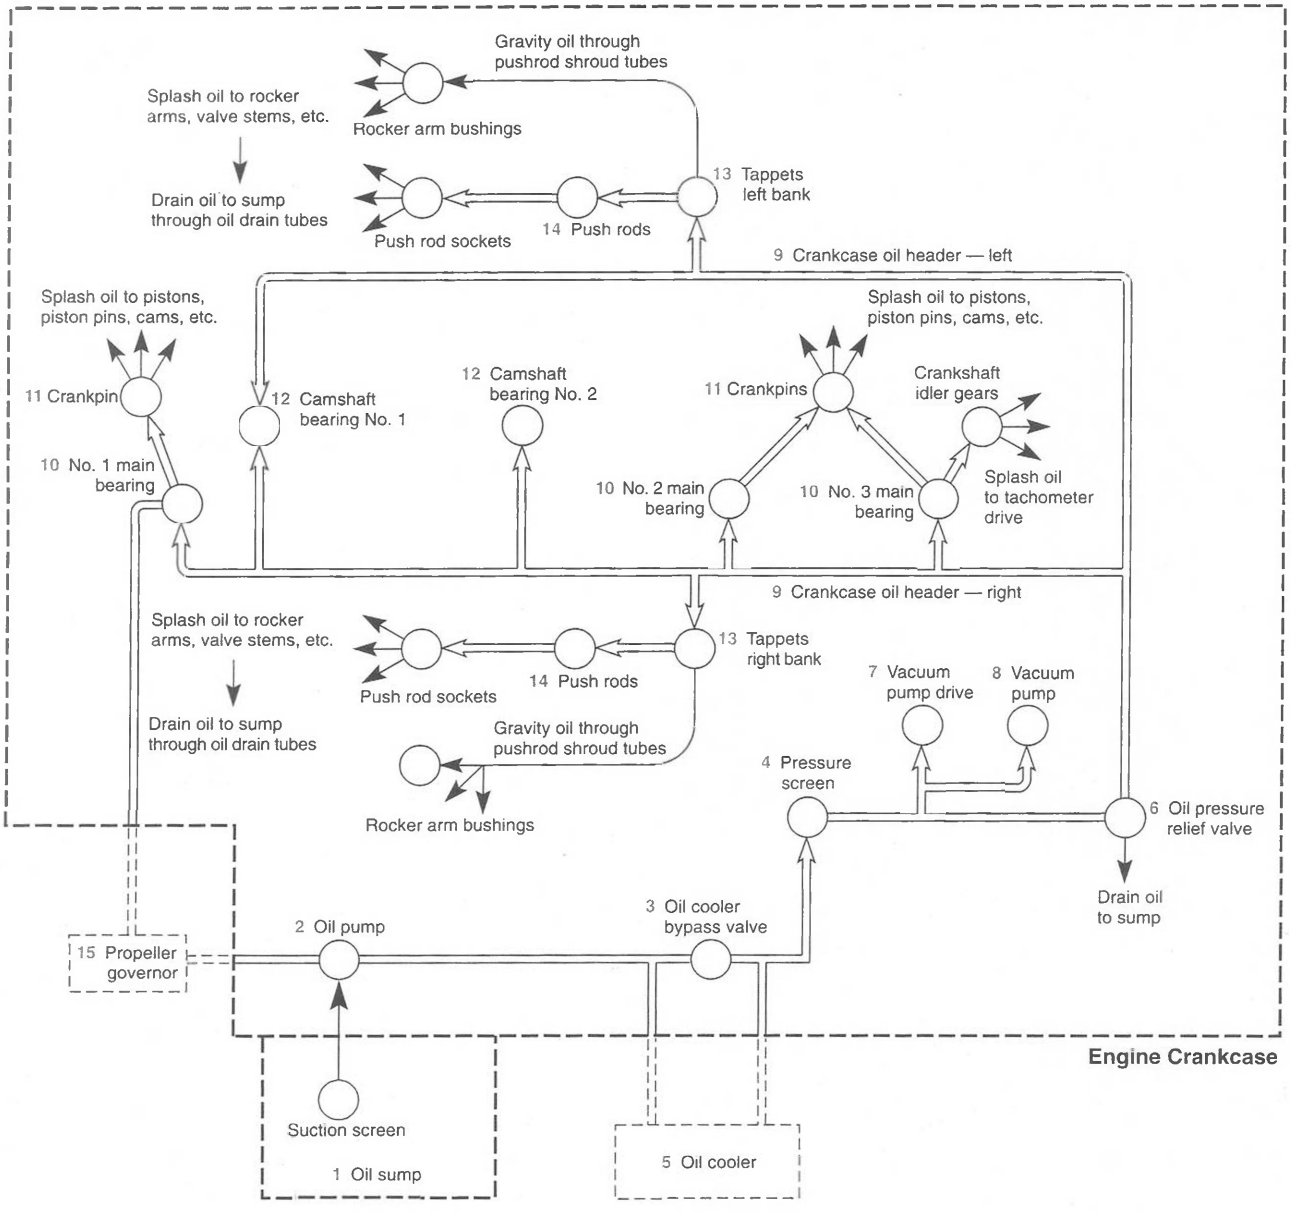

Figure 3-6. *A typical internal lubrication system for a wet-sump four-cylinder horizontally opposed engine*
In the wet-sump lubrication system of a typical horizontally opposed engine, such as the one in Figure 3-6, a spur-gear-type pump picks up the oil from the reservoir, or sump (1).
An oil cooler is an oil-to-air heat exchanger. Figure 3-6 on Page 102 shows that the oil, after leaving the pressure pump, flows through an oil-cooler bypass valve. If the oil is cool enough to pick up the heat as it passes through the engine, it bypasses the cooler and goes directly to the oil pressure screen and into the oil passages. If, however, it is too hot, the bypass valve closes, and the oil must leave the engine and flow through the oil cooler before it goes to the screen and the internal oil passages.